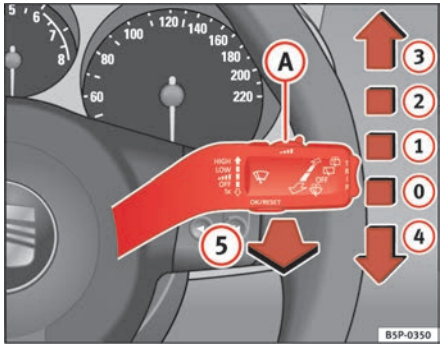

Fig. 86 Windscreen wiper and windscreen wash lever
The windscreen wiper lever ⇒ fig. 86 has the following positions:
- The next speed down will automatically be selected if speed ⇒ page 121, fig. 86 (2) or (3) is selected when the vehicle stops. The set speed will be resumed when the vehicle starts again